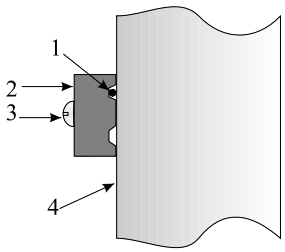

Рис. 10.11
10.2.2 ВП 1 натянуть с усилием 5…10 кг и закрепить его (руководствуясь п. 10.1.5) последовательно в верхней части стойки 4 с помощью прижимов 2 и винтов 3 в соответствии с рис.10.11.